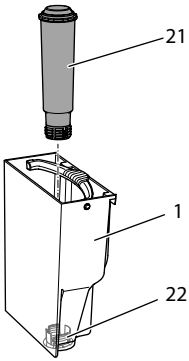

Рис. 15: Завинчивание и отвинчивание фильтра для воды
- Снимите фильтр для воды (см. Рис. 15 на стр. 274).
9. Вставьте новый фильтр в контейнер для воды (см. *Рис. 15)*.
3. Извлеките фильтр для воды (см. *Рис. 15)*.